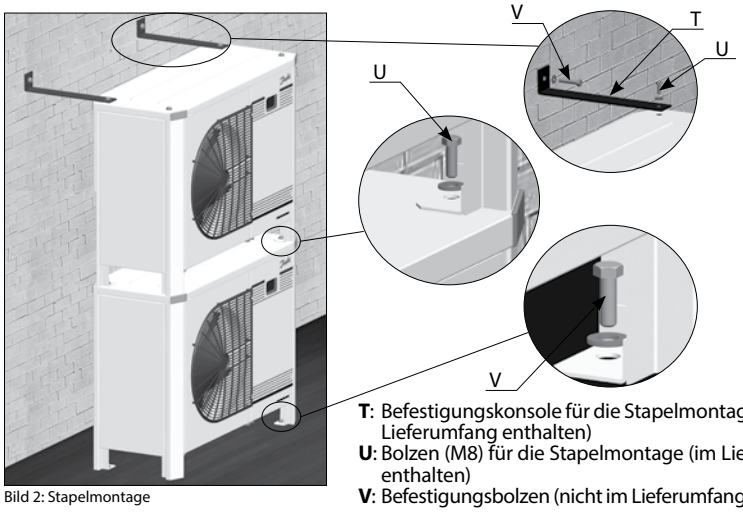

Bild 2: Stapelmontage
- Bei der Stapelmontage muss der oberste Verflüssigungssatz an der Wand befestigt werden (siehe Bild 2).